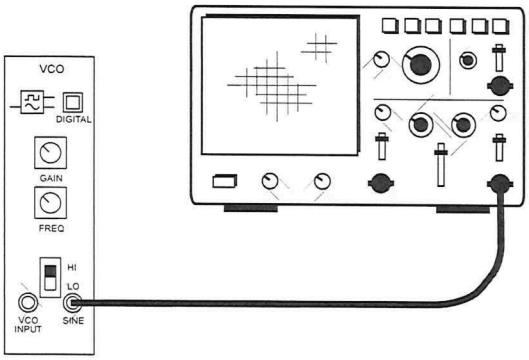

Figure 3
26. Connect the scope's Channel B to the VCO module's output as shown in Figure 3 below.